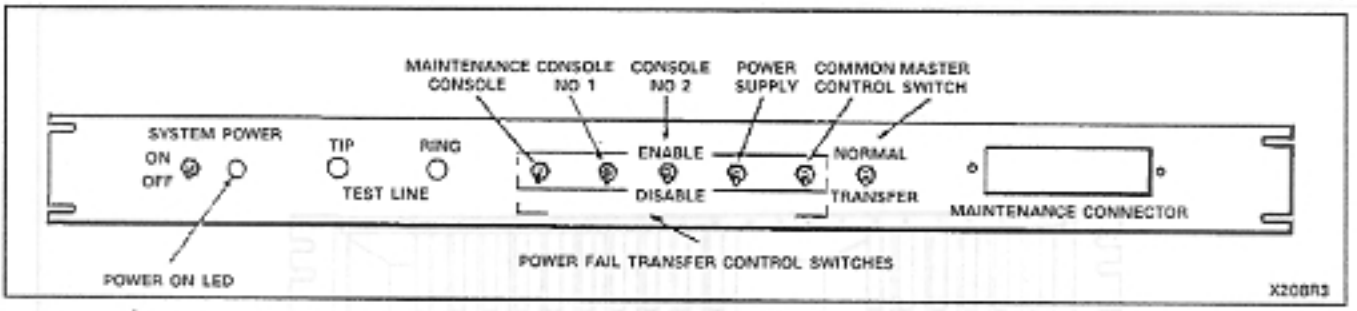

Figure 2-5 Maintenance Panel
2.09 The SX-100 maintenance panel (Figure 2-4) measures 88.9 mm (3.50 in.) high, 584.2 mm (23 in.) wide, and 50.8 mm (2 in.) deep, with a total weight of .682 kg (1.5 lb). The SX-200 maintenance panel (Figure 2-5) measures 51 mm (2 in.) high, 480 mm (19 in.) wide and 51 mm (2 in.) deep, with a total weight of 0.9 kg (2.1 lb). The operation of both panels is identical. The maintenance connector on the right of the panel permits service personnel to perform maintenance tasks and enter new, or modify existing customer data using the maintenance console. The test line terminals on the panel allow the use of a standard hand test-set (butt-in) to establish calls through the system using preselected circuits. The power switch controls the application of power to the equipment shelves.